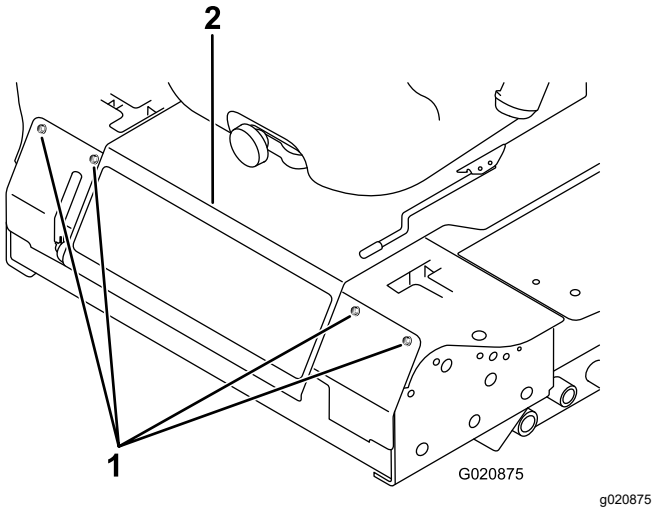

Figuur 87
3. Draai de bouten los waarmee het voorpaneel vastzit, en verwijder het paneel (Figuur 87).